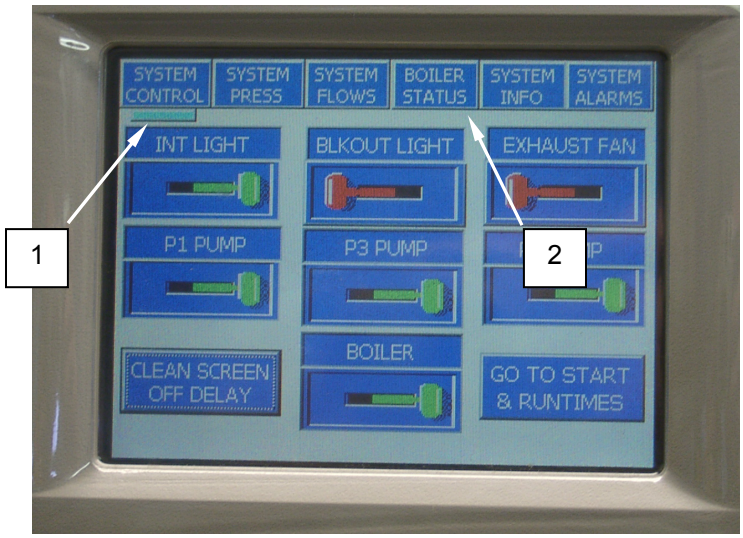

Figure 18. Selecting the Boiler Status Display.
1. When the PLC is powered up, the System Control display **(Figure 18, Item 1)** is presented. If a BOILER STATUS function is desired, touch the BOILER STATUS tab **(Figure 18, Item 2)** to access the screen. An indicator bar or highlight will indicate that the BOILER STATUS screen is presented.